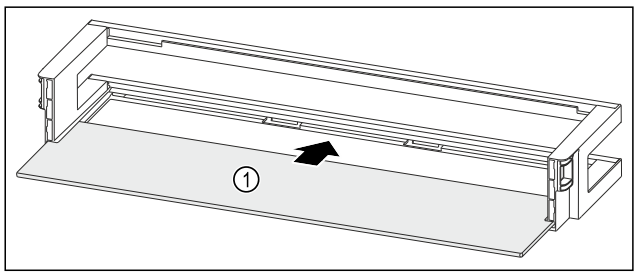

Fig. 58 Oviteline säilytyshyllyn kanssa
▶ Työnnä säilytyshylly *Fig. 58 (1)* sivuilla oleviin koloihin.